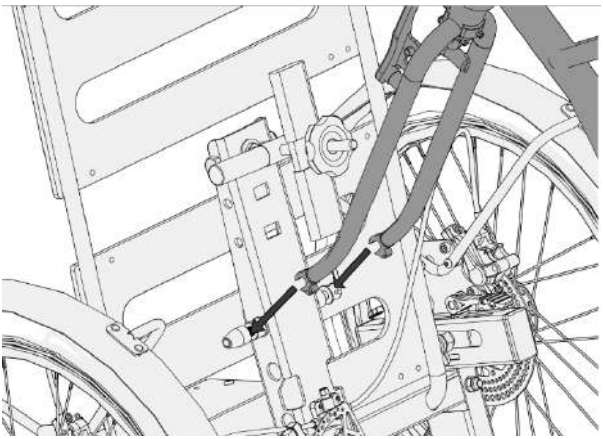

Abbildung 35 - Positionierung der Gabel
- Heben Sie die Gabel Ihres Fahrrads an und setzen Sie die Gabelzanken auf den Befestigungsstift des AddBike+ auf beide Seiten der Adapter auf der Platte (siehe Abbildung 35);